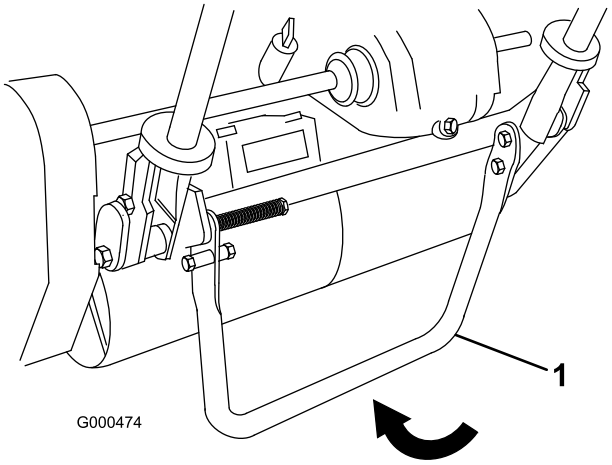

Figure 21
1. Abaissez la béquille avec le pied et tirez sur le support du guidon jusqu'à ce que la béquille bascule en avant (Figure 21).